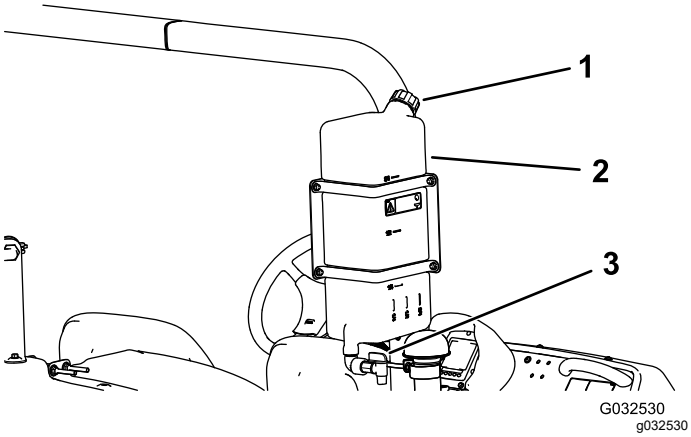

Bild 24
- Schrauben Sie zum Füllen des Behälters den Deckel oben am Behälter ab, füllen Sie den Behälter mit frischem Wasser und schrauben den Deckel auf (Bild 24).
- Drehen Sie zum Öffnen des Hahns am Frischwasserbehälter den Hebel am Hahn (Bild 24).